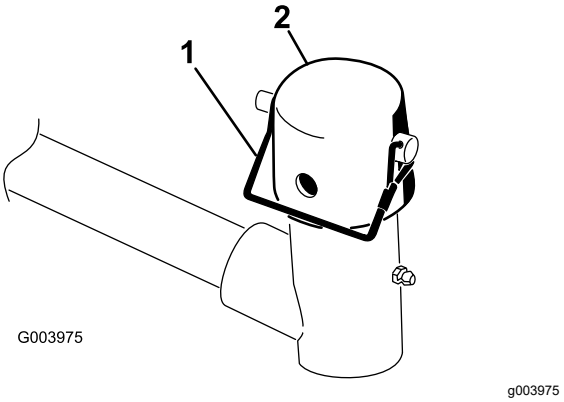

Figur 9
8. Fjern låsestiften og hætten fra løftearmens drejegaffel (Figur 9).
Bemærk: Brug rillen, hvis der ønskes en klippeenhed med styring, eller brug hullet, hvis klippeenheden skal fastlåses i positionen (Figur 9).